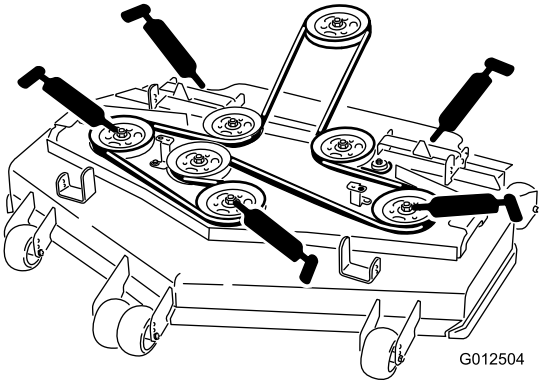

Figur 33
6. Smør de tre spindellejer, indtil der kommer fedt ud (Figur 33).
7. Smør fittingerne på løftearmene (Figur 33).